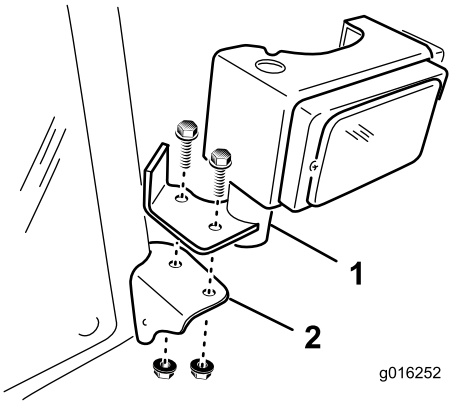

Figure 6
1. Montez le phare gauche sur le support de phare dans l'angle avant gauche de la cabine avec (2) vis à embase 3/8 x 1" et écrous 3/8" (Figure 6).